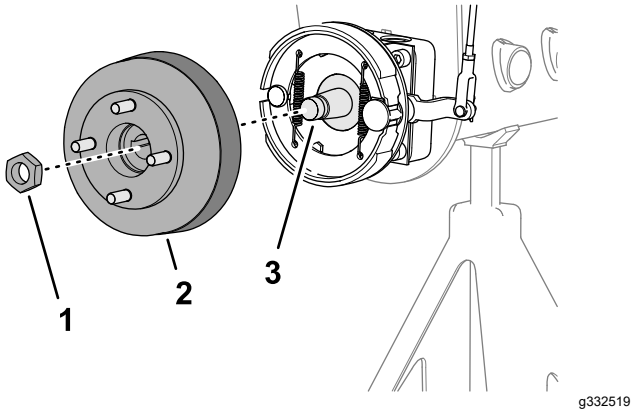
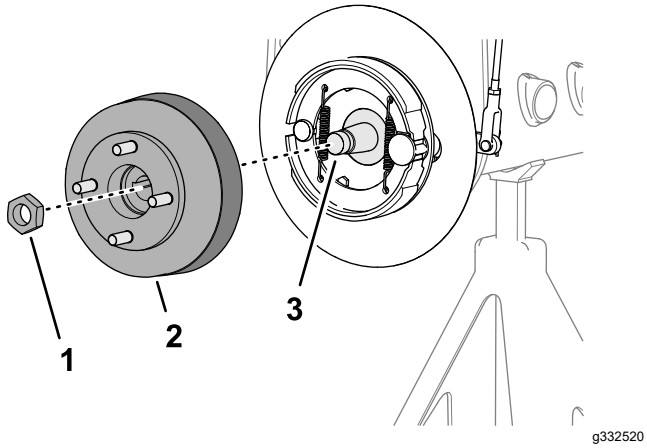

Figur 74
Figur 75
3. Montera hjulnavet och bromstrumman på hjulmotoraxeln (Figur 74 eller Figur 75).
4. Fäst hjulnavet på axeln med låsmuttern (Figur 74 eller Figur 75) och dra åt för hand.